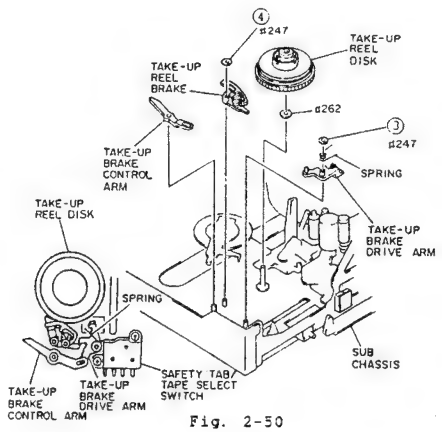

Fig. 2-50
1) Pull out the take-up brake control arm from the sub chassis. (See Fig. 2-50)
3) Remove one (1) washer and pull out the take-up brake drive arm from the sub chassis.
4) Remove one (1) washer and pull out the take-up reel brake from the sub chassis.